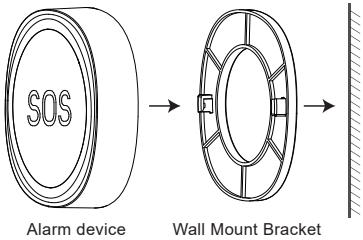

figure 2
1. Select a suitable are to install it with 3M adhesive wall stickers, and use it immediately after sticking (as shown in Figure 2).